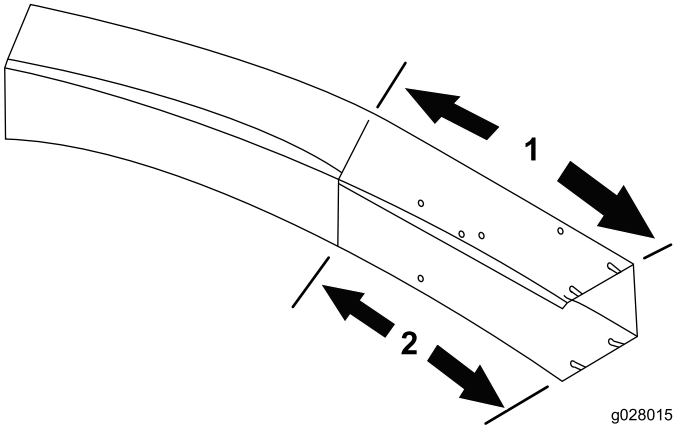

図 18
1. シュートの 図 18に示す位置にマーカーで印をつける。